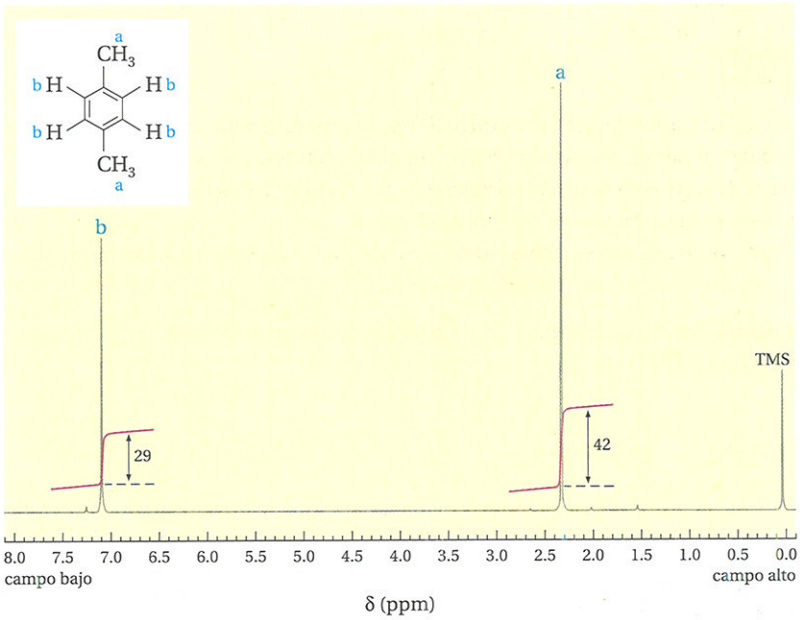

FIGURA 12.3
En la Figura 12.3 se muestra el espectro de RMN de ^{1}H de *p*-xileno. El espectro es muy sencillo y refleja dos picos. La posición de los picos se mide en unidades δ (delta) a partir de la magnitud de un pico de referencia, que es el del **tetrametilsilano (TMS)**, $(CH_3)_4Si$. Las razones por las que se seleccionó el TMS como compuesto de referencia son: (1) sus 12 protones son equivalentes, de manera que solamente muestra un pico estrecho en RMN, que se utiliza como punto de referencia; (2) sus picos de ^{1}H aparecen a un nivel más alto que la mayoría de los picos ^{1}H de los compuestos orgánicos, por lo que resulta sencillo identificar el pico correspondiente al TMS, y (3) el TMS es inerte, de modo que no reacciona con la mayoría de compuestos orgánicos, y presenta un bajo punto de ebullición, por lo que puede ser separado fácilmente de la muestra al final del experimento.
Una forma más común de asignación de picos es comparar los desplazamientos químicos con los que presentan protones semejantes de algún compuesto de referencia. Por ejemplo, el benceno tiene 6 protones equivalentes y muestra un solo pico en su espectro de RMN de ^{1}H, a δ 7,24. Otros compuestos aromáticos también muestran un pico en esta región. Podemos concluir que la mayoría de los hidrógenos sobre anillos aromáticos presentarán desplazamientos químicos cercanos a δ 7. De manera similar, la mayoría de los hidrógenos CH_3—Ar aparecen a δ 2,2–2,5 (véase Figura 12.3).